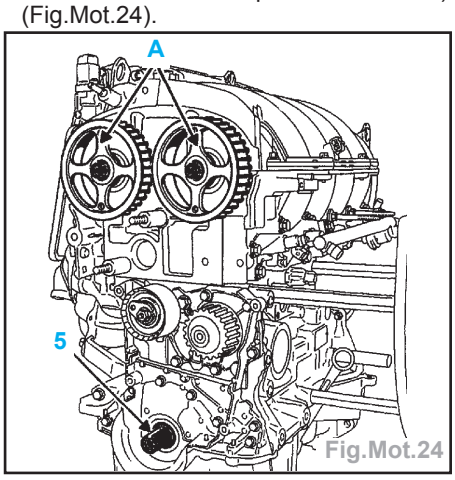

Fig.Mot.24
- Vérifier que le vilebrequin soit bien en appui sur la pige de Point Mort Haut (la rainure **B** du vilebrequin vers le haut) (Fig.Mot.24).